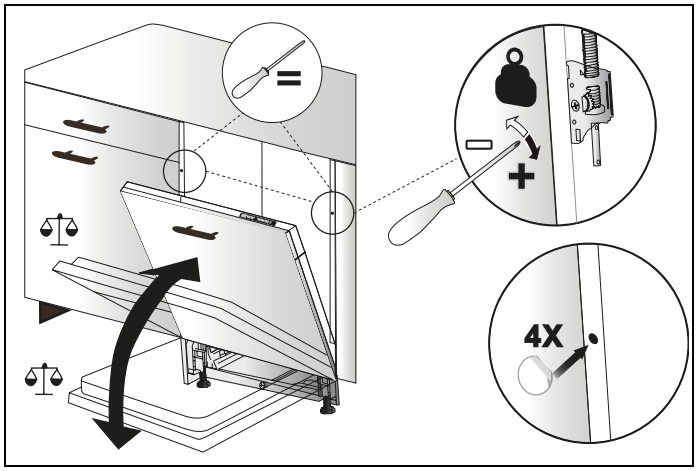

Fig. 29
9) Selon le poids de la porte en bois assemblée, l'équilibrage doit être assuré par le mécanisme indiqué dans la Fig. 29 .